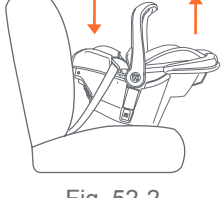
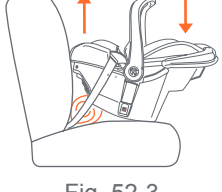

Fig. 52-2
Fig. 52-3
- If the Seat Angle Indicator shows the level line parallel with the ground, the seat is installed at the proper level of recline for occupants greater than 22 lb. to 35 lb. (Fig 52-3).
- If the Seat Angle Indicator line is not level, the Safety Seat is either too upright or too reclined. If the Safety Seat is too reclined adjust the Safety Seat as shown in (Fig. 52-2), until the level indicator shows level. If the Safety Seat is too upright, place a tightly rolled towel, or pool noodle, under the foot end of the Safety Seat until the level indicator shows level (Fig. 52-3). Re-tighten the vehicle seat belt as instructed in section **Securing the Safety Seat or Base in the Vehicle.**